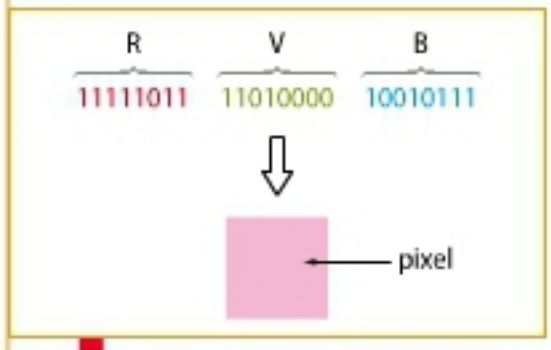

Fig. 2 Exemple de codage RVB d'une couleur.
• Pour les couleurs, un nombre binaire est associé à chaque nuance de rouge, de vert et de bleu, les couleurs primaires de la synthèse additive des couleurs. On parle alors de **codage RVB** (Fig. 2).